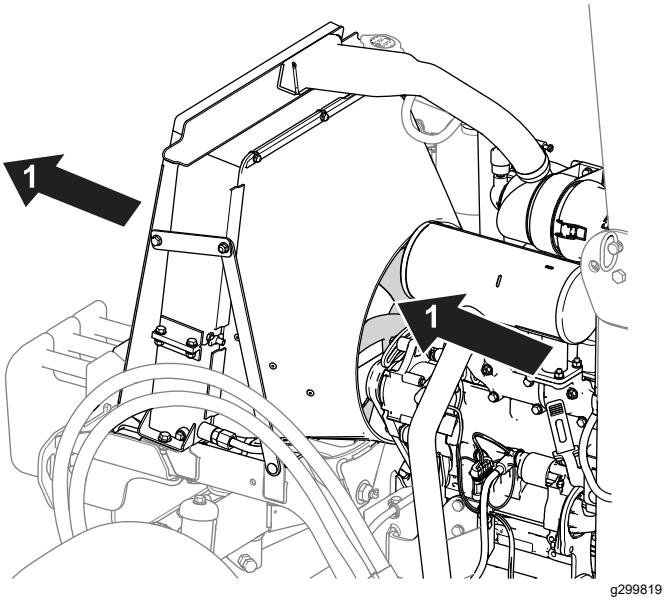

Figur 70
- Brug trykluft til at rengøre køleribberne. Led luften ud af maskinen (Figur 70).